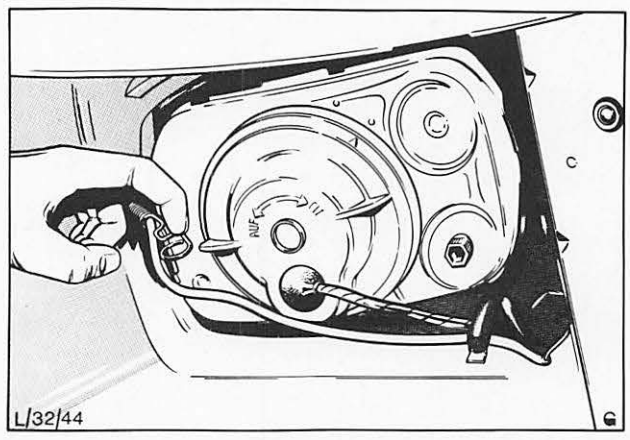

Abb. 15 Federhalterung – Blinkleuchte
7. Blinkleuchte komplett einsetzen und Haltefeder in die Halterung einhängen, Abb. 15. Dabei sicherstellen, daß die Leuchte mit Kotflügel und Scheinwerfer bündig abschließt.